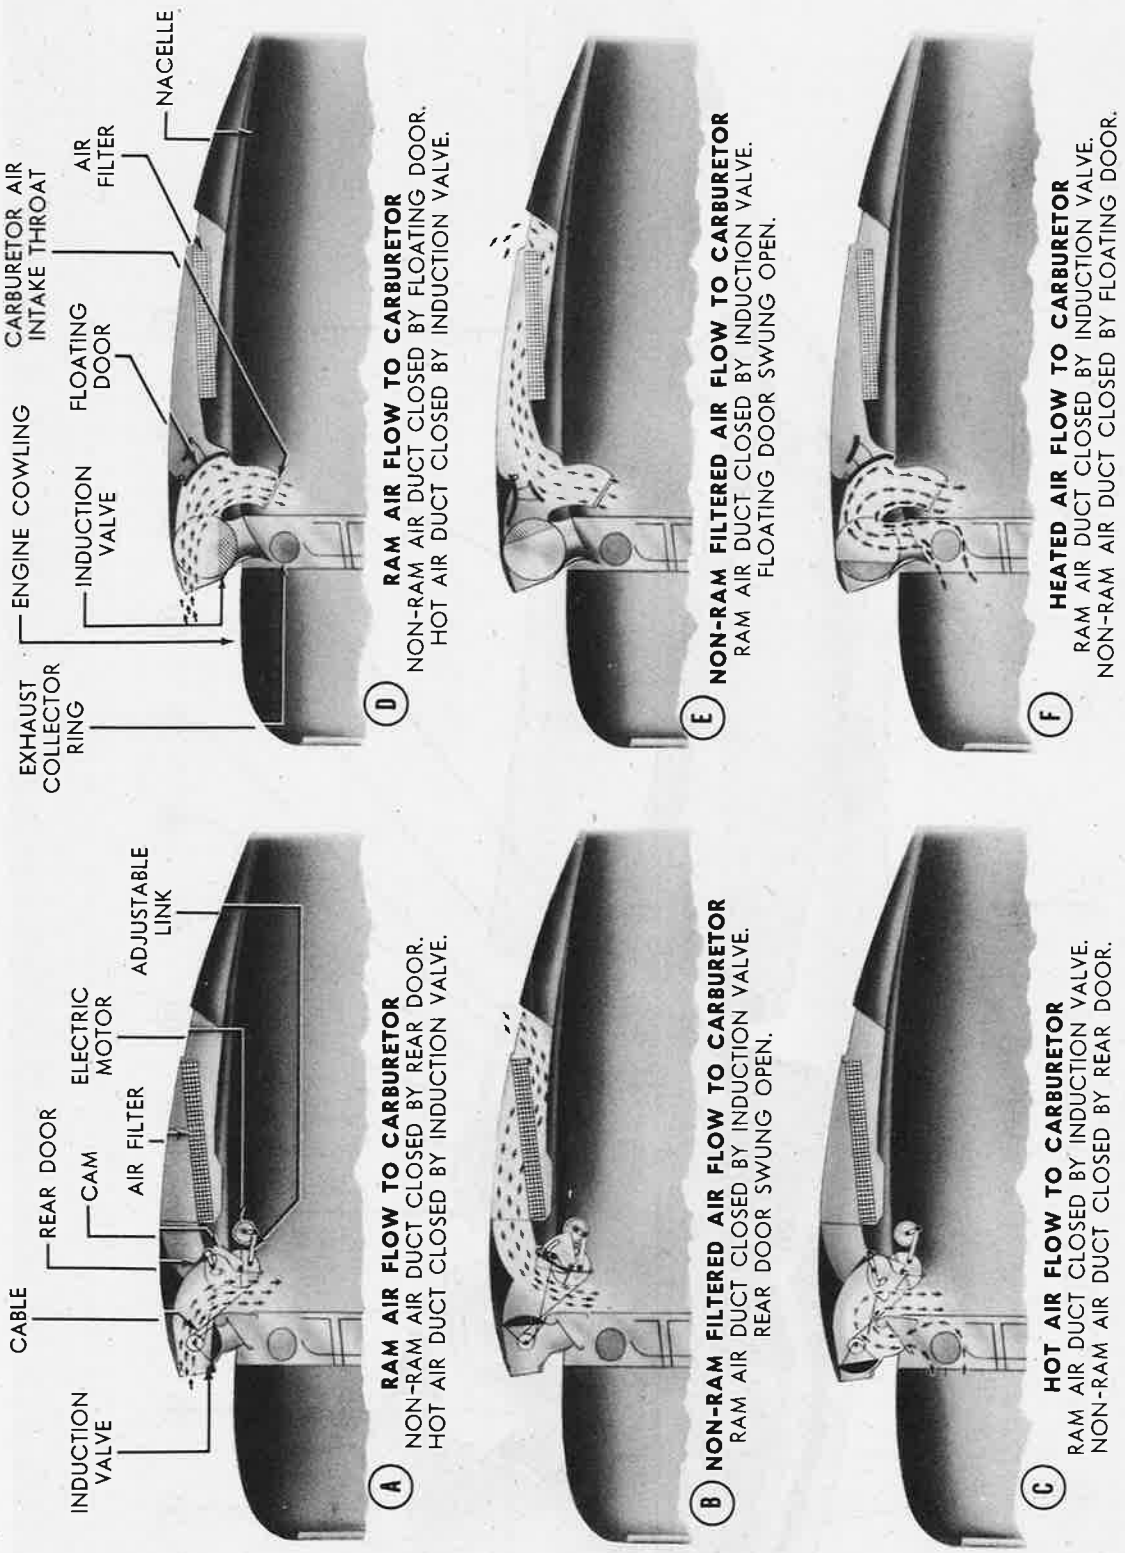

Figure 218B—Principle of Electrically and Manually Operated Ram Non Ram Air Induction Systems
(1) Run the motor to the full forward (HOT AIR) position until the forward limit switch in the motor cuts the circuit.
(2) Apply enough tension on the motor clamp attaching bolts to secure the motor position until the adjustment procedure is completed.
(3) Reverse the motor by turning the selector switch to NON RAM. Adjust the rear limit switch in the motor so as to stop the doors in the position shown in figure 218b. Adjustment screw is located on the driving face of the motor.
(4) Tighten the motor clamp attaching bolts to the required tension.
(5) Synchronize the two micro switches to operate simultaneously (located inside the access door on the L.H. side of the air scoop over the pulley-cam assembly). When the pointer of the selector switch indicates FULL COLD (RAM) the motor will stop in the same position whether or not it is returning from FILTER or HOT AIR positions.
(f) RAM NON RAM FILTERED TYPE (MANUAL). *(See figures 218b and 218c.)*